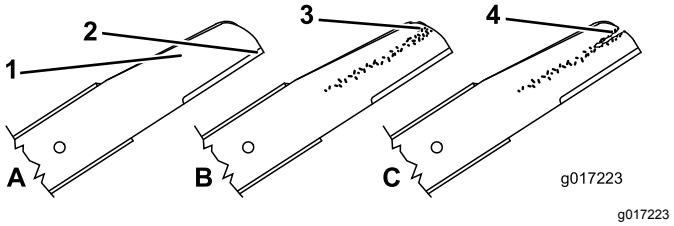

Figur 42
1. Undersøk kniveggene (Figur 42). Hvis knivene er sløv eller hvis det er hakk i dem, må de tas av og slipes eller skiftes ut.
2. Undersøk selve knivbladene, spesielt buen (Figur 42). Hvis du finner skader, slitasje eller ser at det begynner å dannes spor i denne delen, må knivbladet skiftes ut øyeblikkelig.